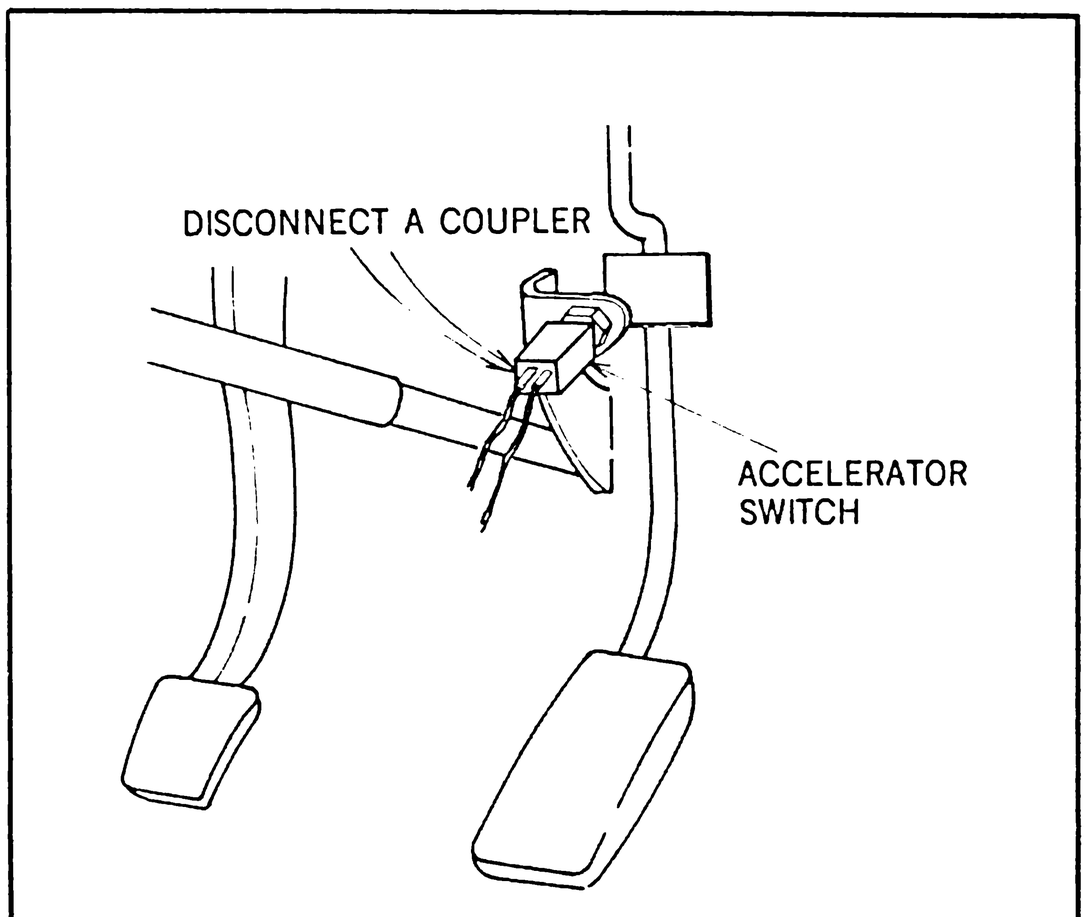

Fig. 1-6 Accelerator switch
5. Disconnect the coupler from the accelerator switch to operate the advance (normal) timing, as shown in Fig. 1-6.